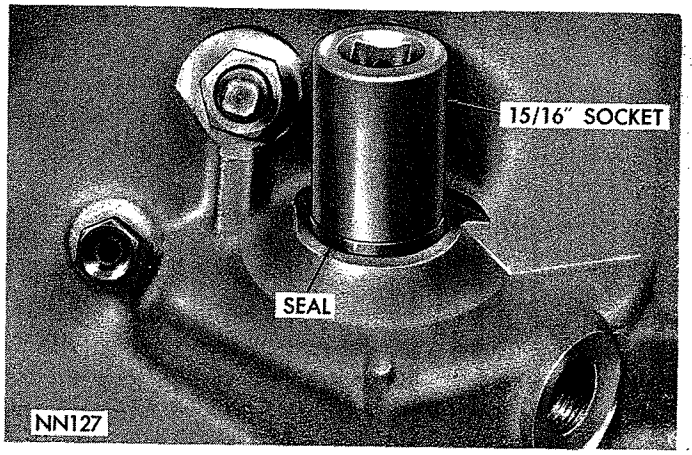

*Fig. 48—Installing Valve Body Manual Lever Shaft Oil Seal*
(7) Withdraw accumulator piston from the transmission case. Inspect piston for scoring, and rings for wear or breakage. Replace as required.
(8) If valve body manual lever shaft seal requires replacement, drive it out of the case with a punch.
(9) Drive a new seal into the case with a 15/16 inch socket and hammer (Fig. 48).